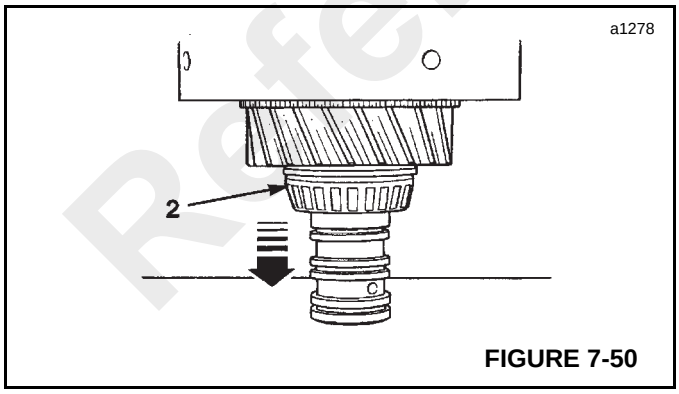

FIGURE 7-50
2. Loosen the clutch end bearing by tapping the assembly on a piece of wood as shown in Figure 7-50. Remove the bearing using a suitable puller.